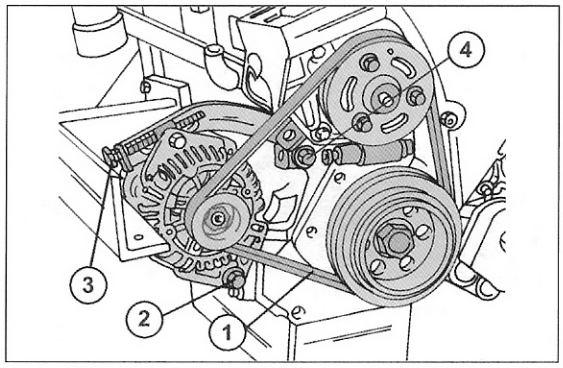

Bild 43
- Unter Bezug auf Bild 43 die Schrauben (2) und (3) lockern und den Antriebsriemen nach Entlasten der Spannung ausbauen, wie es unter getrennter Überschrift beschrieben wird. Die Lage der Scheiben unter den Schrauben (2) und (4) kennzeichnen. Schrauben (2) und (4) vollkommen entfernen und die Drehstromlichtmaschine abnehmen.